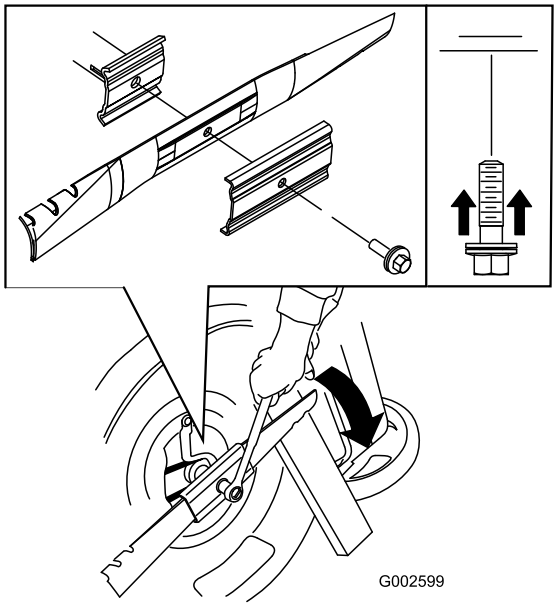

Figur 35
3. Håll kniven stilla med hjälp av en träkloss (Figur 35).
4. Ta bort kniven och spara alla monteringsdelar (Figur 35).
5. Sätt fast den nya kniven och alla monteringsdelar (Figur 35).